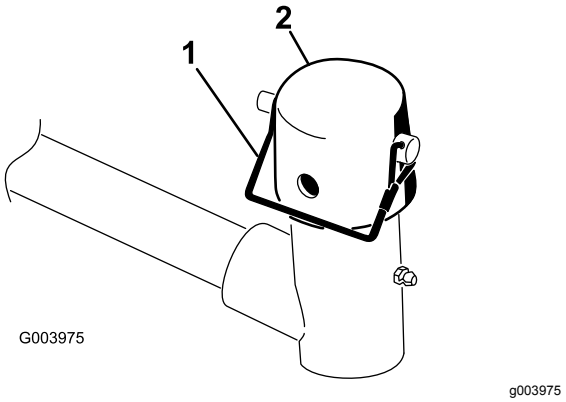

**Figur 9**
7. Demontera låsstiftet och locket på lyftarmens svängok (Figur 9).
11. Fäst locket och bärramens axel på lyftarmens ok med hjälp av låsstiftet (Figur 9).